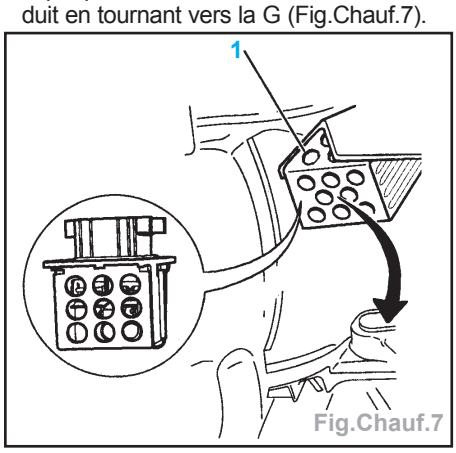

Fig.Chauf.7
- Introduire la main dans le conduit d'air et saisir le boîtier de résistance (1) par le capot protecteur et le déverrouiller du conduit en tournant vers la G (Fig.Chauf.7).